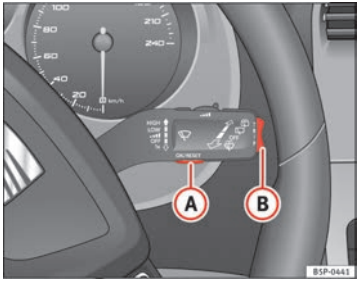
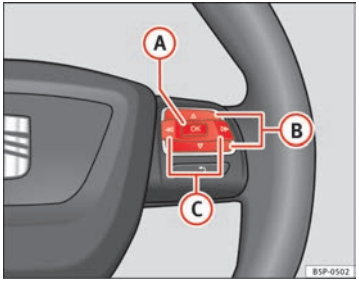

Fig. 44 Windscreen wiper lever: button A to confirm the menu selection and rocker switch B to change the menu
Fig. 45 Steering wheel controls: button A to confirm the menu selection and switch B to change the menu
– Press button (A) on the windscreen wiper lever. The **Configuration** menu is opened.
– To access the "Configuration" menu, press button (C) ⇒ page 68, fig. 45 until the menu is displayed. Now you are in this menu.
– Select option **Winter tyres** using switch (B).
– Press button (A). The menu **Winter tyres** is opened.
– Use switch (B) to select the menu entry **+10 km/h** or **-10 km/h** and press button (B) to either increase or decrease the set speed.
– Use switch (B) to select the menu point **On / Off** and press the button to switch the speed warning on or off. If the speed warning is deactivated, three dashes will be displayed **---**
– To change from one memory to another, briefly press button A ⇒ page 68, fig. 44 ⇒ page 68 on the windscreen wiper lever or the OK button on the multifunction lever ⇒ page 68, fig. 45 ⇒ page 68 while the ignition is switched on.
The following data can be viewed on the multifunction display using the rocker switch (B) ⇒ page 68, fig. 44 ⇒ page 68 on the windscreen wiper lever or by pressing button [△] or [▽] ⇒ page 68, fig. 45 on the multifunction steering wheel*.